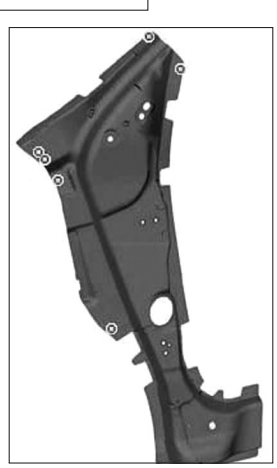

FIG. 50
• Préparer les bords d'accostage et les protéger par un apprêt soudable **(Fig.50)**.